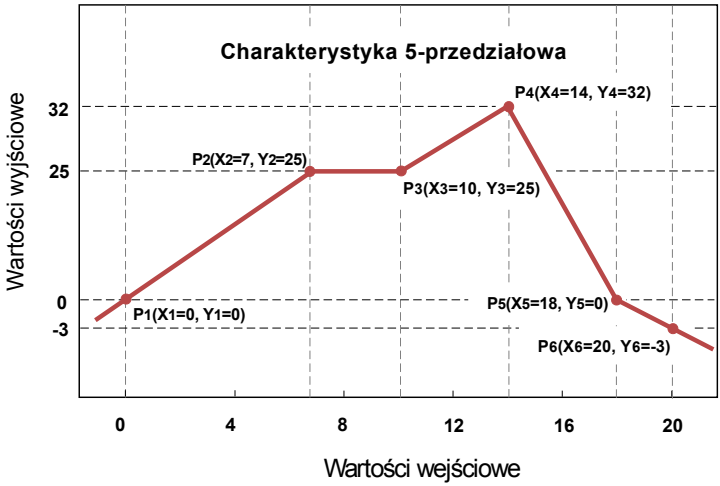

Rys. 7.50 Przykładowa charakterystyka użytkownika
d) **char.użytkownika** – Charakterystyki użytkownika definiowane są w postaci 1÷19 połączonych odcinków prostolinijnych (patrz **Rys. 7.50**) wyznaczanych na podstawie 2÷20 punktów wprowadzonych przez użytkownika do pamięci urządzenia. Po wybraniu tej opcji, pojawia się przycisk:
,gdzie **skala** i **przesunięcie** są współczynnikami odcinka prostolinijnego ograniczonego dwoma punktami (patrz **Rys. 7.50**), a **n**=1, 2... jest numerem odcinka.
Kroki utworzenia charakterystyki użytkownika składającej się z 6 punktów (jak na **Rys. 7.50**) wyglądają następująco: